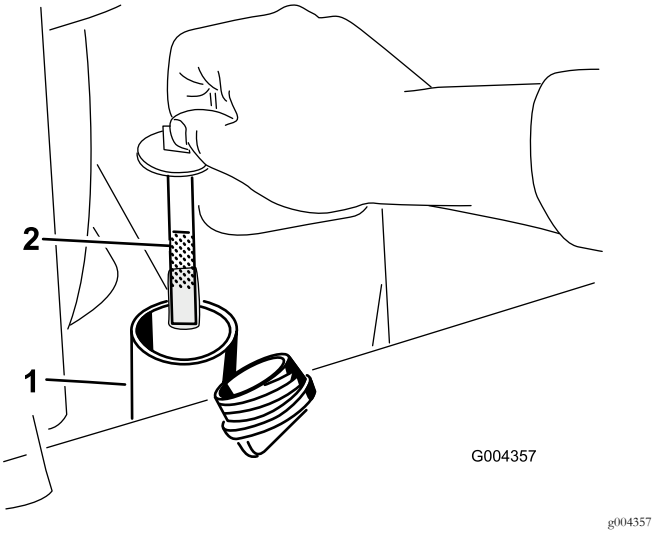

Rysunek 60
5. Wykręć korek zbiornika oleju hydraulicznego i wskaźnik poziomu oleju (Rysunek 60).